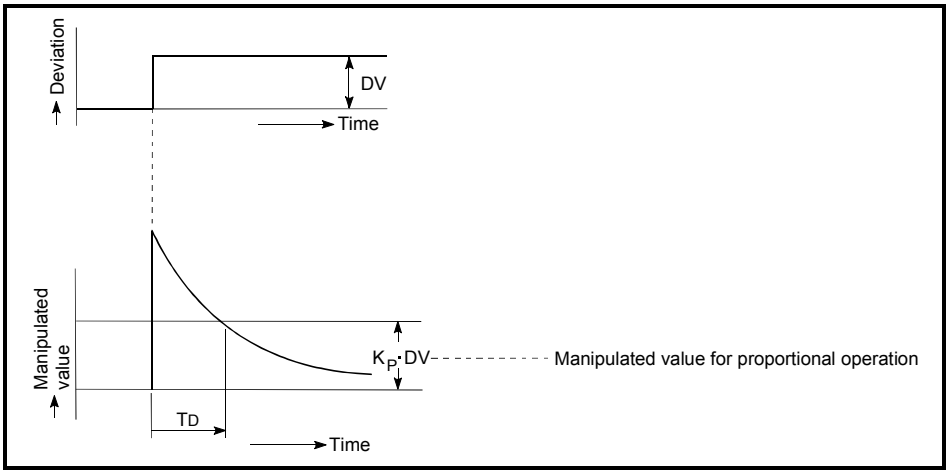

Fig. 4.4 Derivative operation when the deviation is a constant
(3) The derivative operation when the deviation is a constant value stepped response is shown in Fig. 4.4.